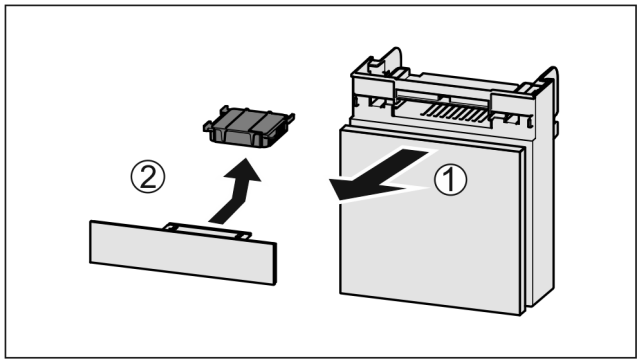

Fig. 132
▶ Dra ut *Fig. 132 (1)* lådan framåt.
▶ Ta ut *Fig. 132 (2)* aktivtkolfiltret.